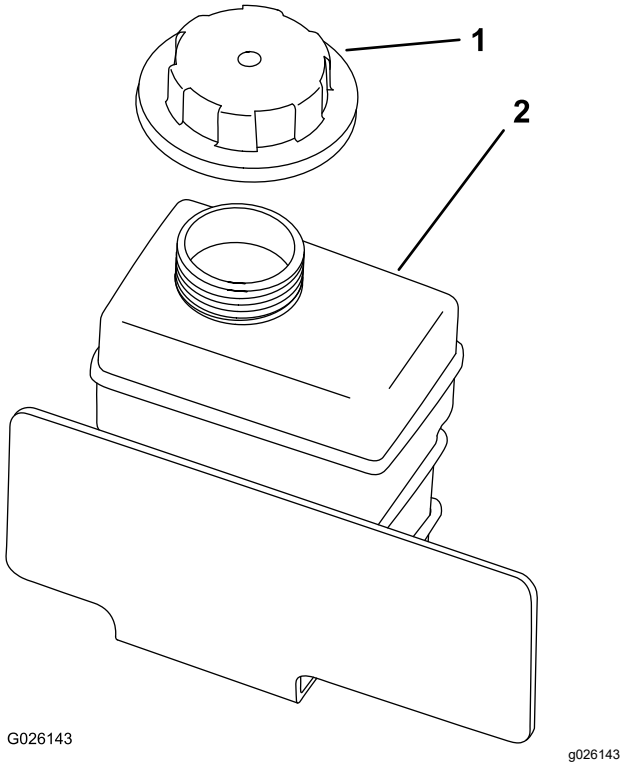

Figur 62
4. Ta bort locket på reservtanken (Figur 62).